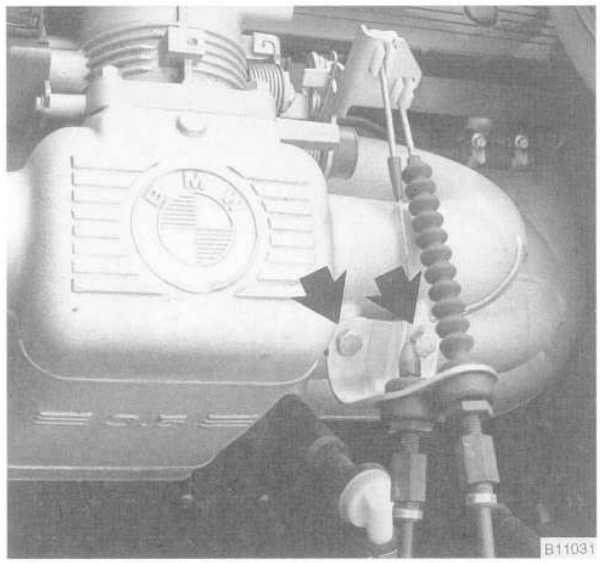

Fig. 25. Throttle, accelerator, and cruise control cable bracket mounting bolts (**arrows**).
9. Unhook the accelerator and cruise control cables from the throttle levers. Remove the cable bracket from the intake manifold. See Fig. 25.